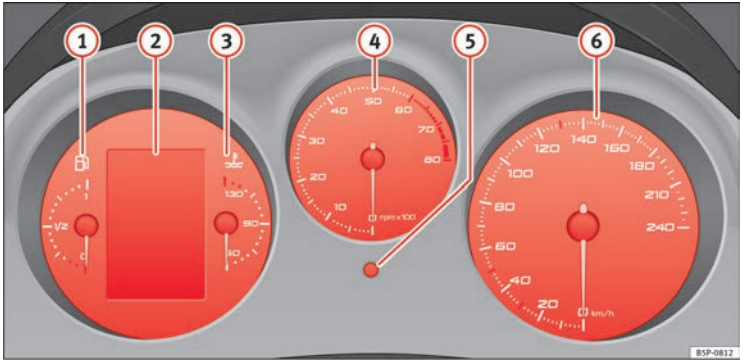

Abb. 34 Ausschnitt von der Instrumententafel: Kombiinstrument
Der Beginn des roten Bereichs ⇒ Abb. 34 (4) weist auf die maximale Motordrehzahl bei Betriebstemperatur hin. Vor Erreichen dieses Bereiches sollte in den nächsthöheren Gang geschaltet, die Wählhebelstellung D gewählt oder der Fuß vom Gaspedal genommen werden.
– Zur Einstellung der Stundenzahl den Einstellknopf ⇒ Abb. 34 (5) bis zum ersten „Klick“ nach rechts drehen. Die Stundenzahl blinkt auf. Zur Einstellung der Stundenzahl den Knopf drücken. ▶